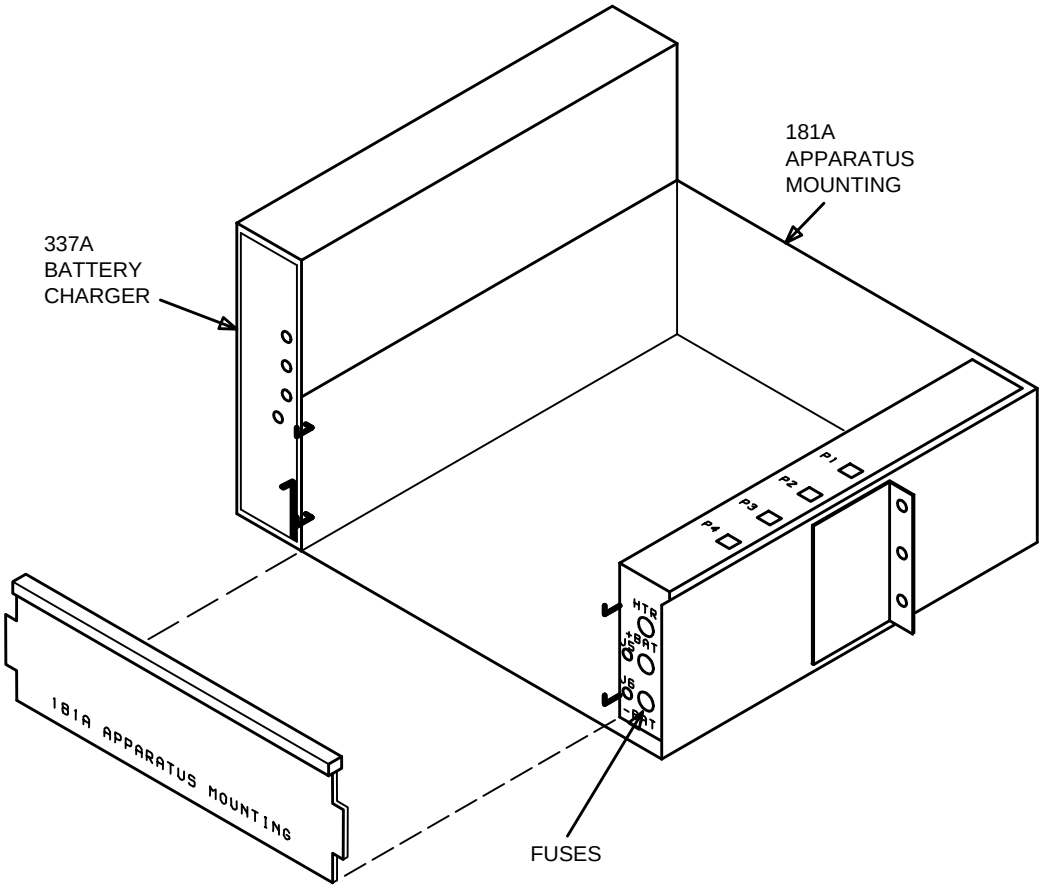

**Figure 3 – Battery Shelf**
Into the slot located on left side of battery shelf (Figure 3).
- Third 337A into the slot located on left side of battery shelf (Figure 3).